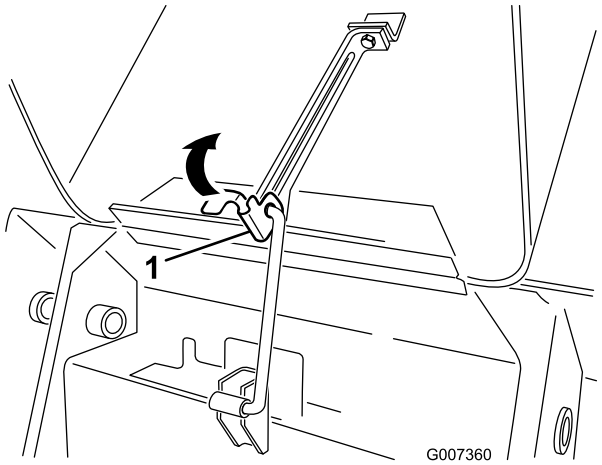

Figur 28
1. Lyft upp fliken som håller stöttan på plats (Figur 28)